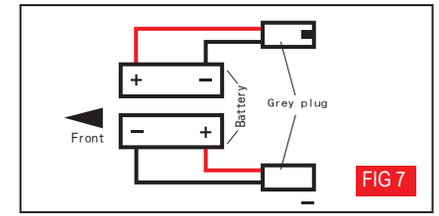

FIG 7
8. Switch off your Scooter, fit the battery cover and seat. (see also Battery Installation diagram Fig 7)